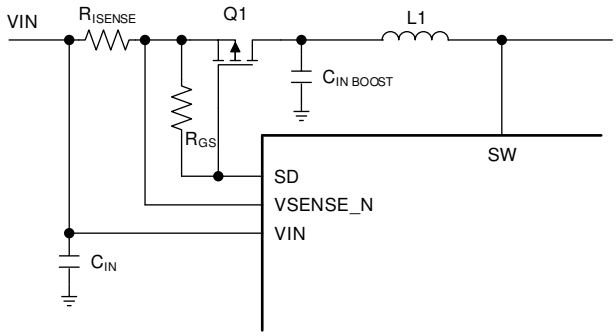

Figure 14. Power-Line FET Control Schematics
The LP886x-Q1 has a power-line FET control feature. It has a control pin (SD) for driving the gate of an external power-line P-Channel MOSFET. This feature grants LP886x-Q1 the ability to immediately cut-off the power part of backlight system when failure occurs, protecting other parallel power systems from being impacted. In addition, the feature could smooth the inrush current during powering-up by turning on the power-line FET gradually. In SOFT START state, the SD pin slowly increases the sink current until it reaches 230 µA. An example schematic is shown in Figure 14.